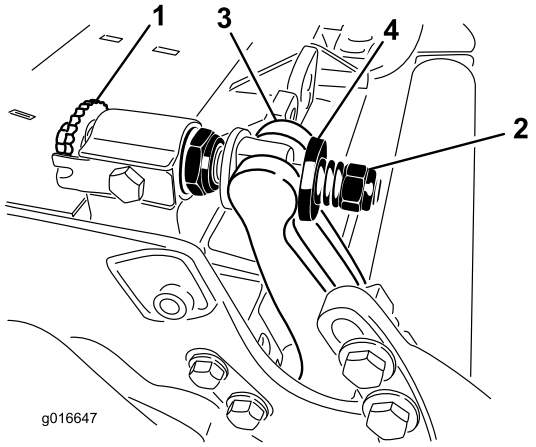

**Figur 26**
1. Drej bundtværstangens justeringsskruer mod uret for at føre bundkniven væk fra knivcylinderen (Figur 26).
2. Før fjederspændingsmøtrikken bagud, indtil skiven ikke længere sidder stramt mod bundtværstangen (Figur 26).